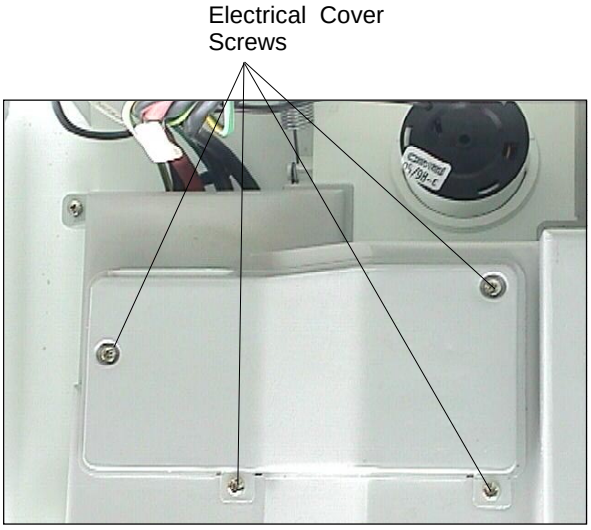

Fig. 18
Remove electrical cover by releasing four securing screws. Fig.18.
5.7.7 External controls may be wired from terminals TA to TA after removing the factory fitted link (see fig. 18 & pages 49 - 52 for further details). If a neutral is needed use the terminal marked N on the terminal strip.